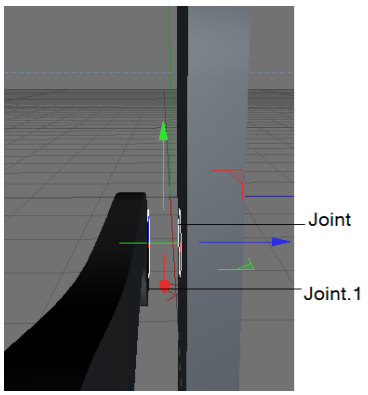

Figure 2-22 *The position of Joint and Joint.1 displayed in the Perspective viewport*
10. Make sure that *Joint.1* is selected in the Object Manager. In the Attribute Manager, make sure that the **Coordinates** area is displayed and enter **-24.05** in the **P . Z** spinner. Figure 2-22 shows the position of *Joint* and *Joint.1* in the Perspective viewport.